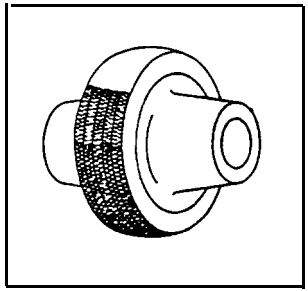

**FIGURE 2-17. Hard-Facing Shovel Rollers**
**Welding Procedures:** Construct jig so roller can be turned for downhand welding. Rebuild with buildup **material to original** size (Figure 2-17).